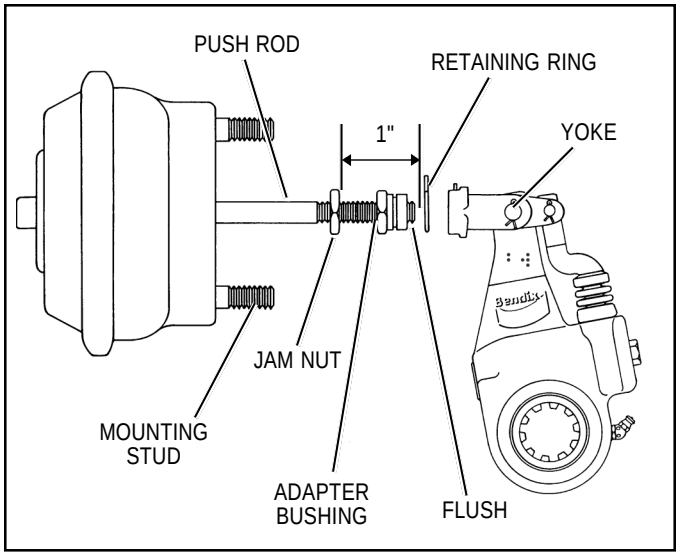

*FIGURE 4 - **QUICK-CONNECT YOKE ASSEMBLY***
The adapter bushing in this case is threaded internally to match the push rod, but is designed to slide into the yoke. A retainer ring is used to secure the adapter bushing in the yoke. (Refer to Figure 4)
4. If the ASA-5™ slack adjuster has the quick connect yoke (see Figure 4), position the brake actuator push rod jam nut approximately 1 inch from the end of the brake actuator push rod. Thread the quick connect adapter bushing on the brake actuator push rod until it is flush with the end of the brake actuator push rod. Install the retaining ring on the adapter bushing, making certain it is in the adapter bushing groove. Turn the ASA-5™ slack adjuster manual adjustment hex clockwise until the adapter bushing begins to enter the yoke. Fully compress the retaining ring “legs” and continue turning the ASA-5™ slack adjuster manual adjustment hex until the adapter bushing is completely in the yoke.